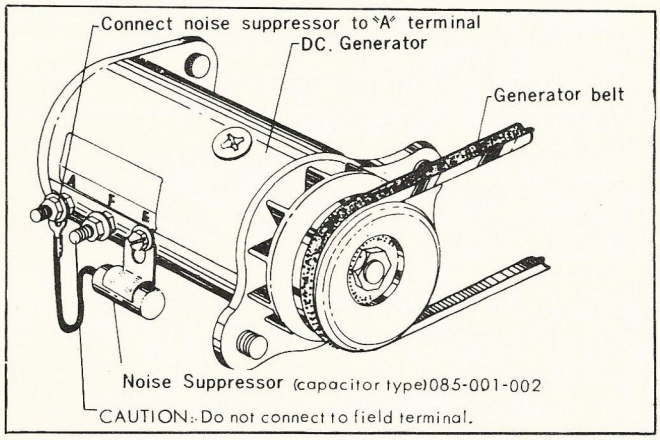

Fig.12
1. Generator or Alternator noise. (Refer to Fig. 12. 13)